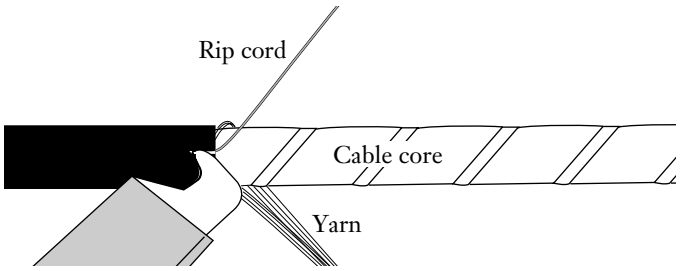

Figure 6
**5.4** Locate and separate the orange rip cord from the yarn surrounding the cable core. Cut a starting notch in the cable sheath as shown in Figure 6.